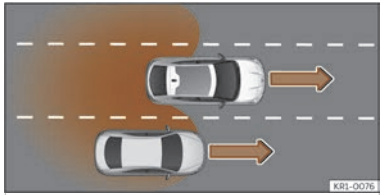

Fig. 126 Adelantamiento en el carril central e incorporación posterior al carril derecho.
- Cuando se adelanta a otro vehículo ››› **fig. 126** con una diferencia de velocidad de aprox. 10 km/h (6 mph). Si el adelantamiento es considerablemente más rápido, no se muestra ninguna indicación.